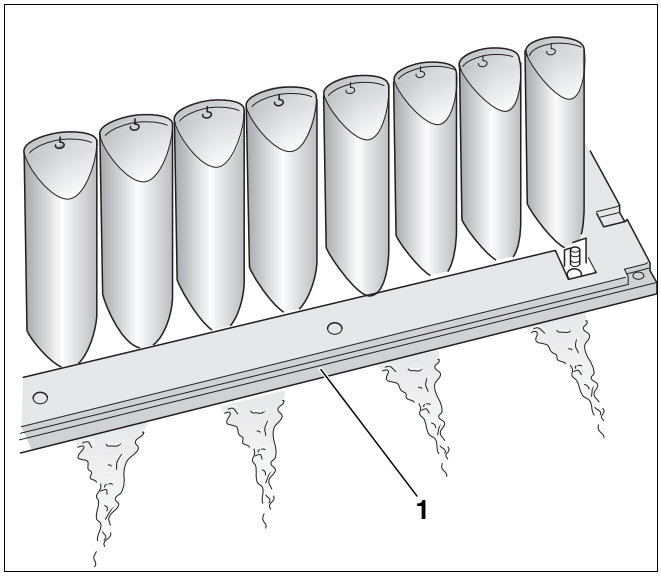

Afb. 22 Gasbrander draaien
Zorg ervoor, dat de isolatie aan de branderplaat (afb. 22, **pos. 1**) niet nat wordt.
- Draai de gasbrander om en stel hem met de opening van de branderstaven naar onder, zodat het water er kan uitlopen (afb. 22).